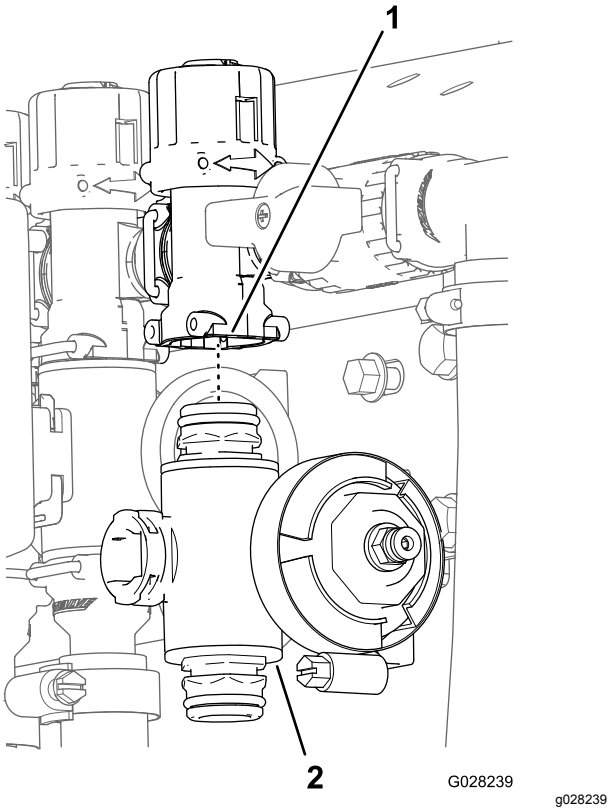

Figur 70
3. For venstre eller højre bomsektionsventiler skal flangehovedboltene og flangelåsemøtrikkerne, der fastgør sektionsventilen/erne til ventilbeslaget, afmonteres, og ventilmanifolden/erne skal afmonteres fra maskinen. For den midterste sektionsventil skal sektionsventilmanifolden afmonteres fra maskinen (Figur 70).